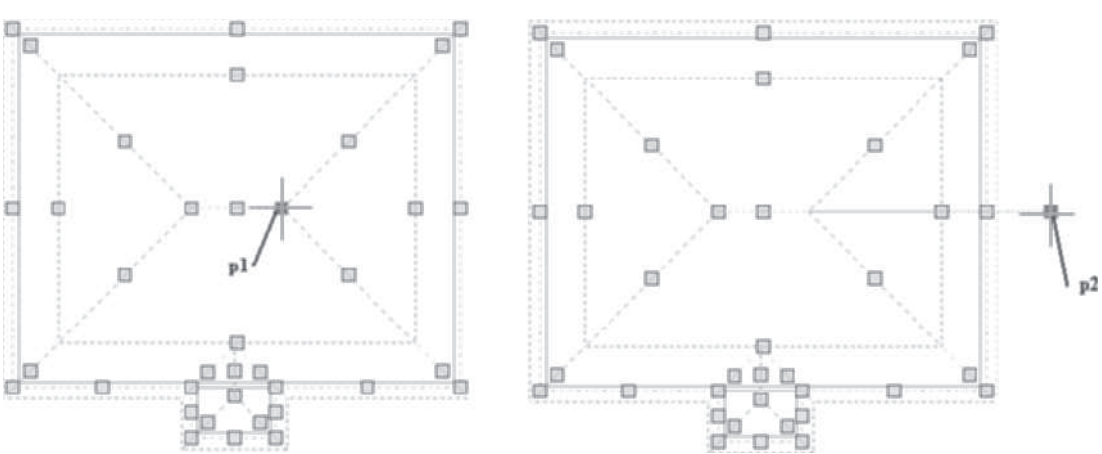

FIGURE 7.19 *Upper slope ridge grip edited*
8. Create a gable using grips, select the roof, and verify that grips are displayed. Select the ridge grip of the upper slope at **p1** as shown in Figure 7.19. Stretch the grip to a point near **p2** as shown at the right in Figure 7.19.